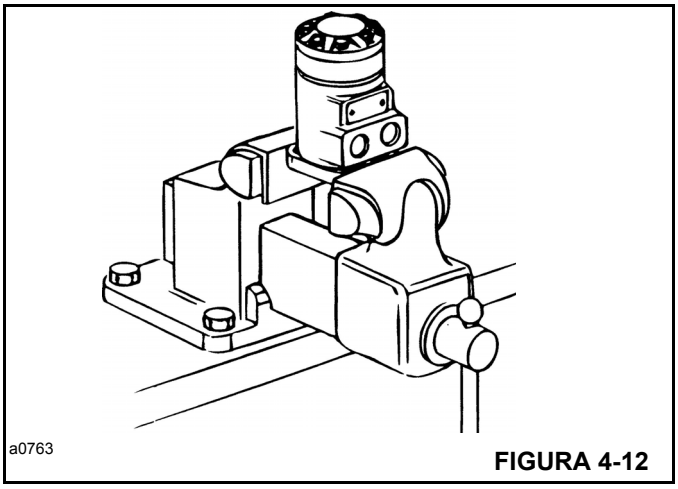

FIGURA 4-12
1. Coloque el motor en un tornillo de banco y sujete a través de los bordes de la brida (Figura 4-12) con el eje de salida orientado hacia abajo. Al sujetar, utilice dispositivos protectores en las mandíbulas, tales como mandíbulas blandas, o trozos de caucho o madera.